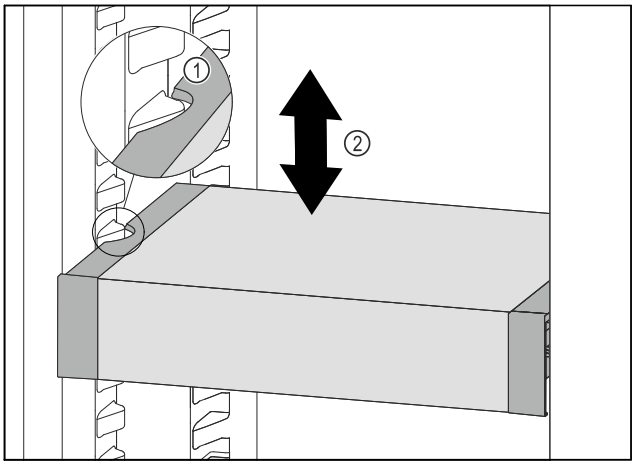

Fig. 200
▶ Trageți în față VarioSafe, până când degajările laterale ale VarioSafe se află la înălțimea nervurii recipientului din frigider. *Fig. 200 (1)*
▶ Mișcați în sus sau în jos VarioSafe în frigider, până când este atinsă înălțimea dorită. *Fig. 200 (2)*